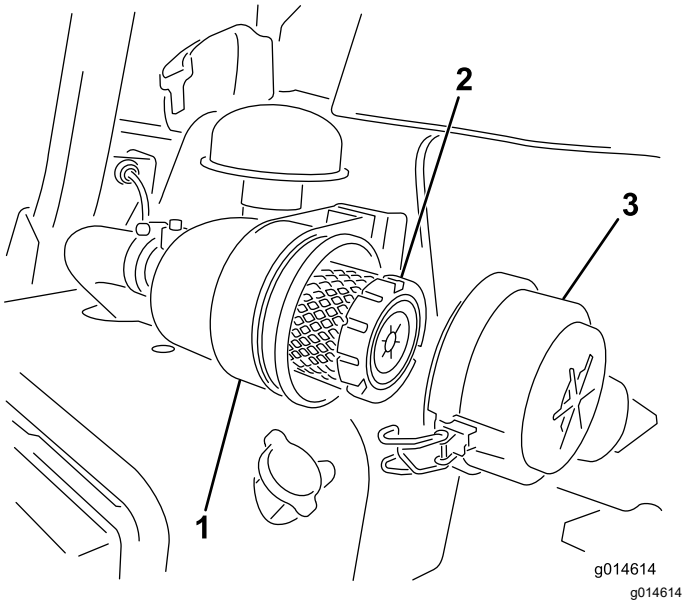

Figuur 26
1. Maak de sluitingen los waarmee het deksel van het luchtfilter is bevestigd aan het luchtfilterhuis (Figuur 26).
7. Maak de sluitingen vast (Figuur 26).